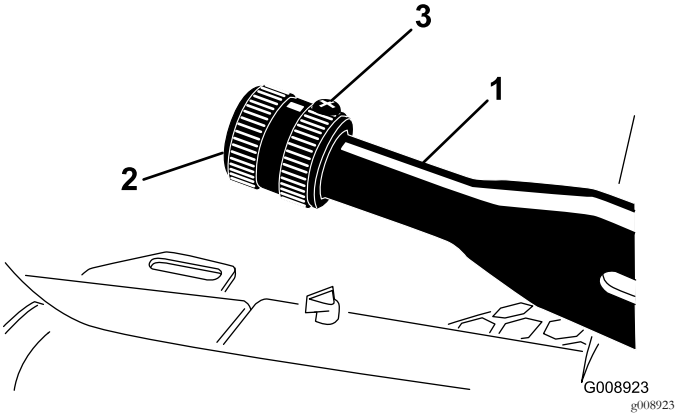

Figur 70
1. Løsn sætskruen, der fastholder grebet på parkeringsbremsehåndtaget (Figur 70).